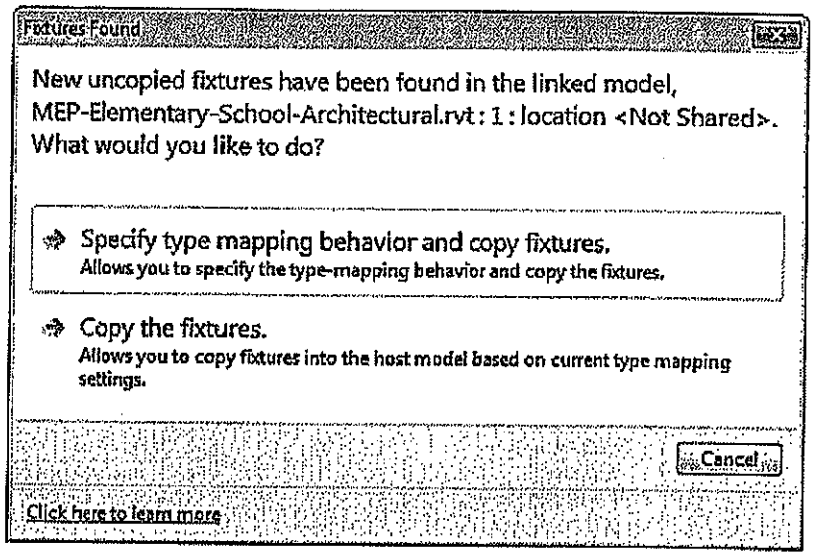

Figure 3–18
3. In the Fixtures Found dialog box shown in Figure 3–18, select **Specify type mapping behavior and copy fixtures** or **Copy the fixtures.**
4. The elements are copied into the host project and set to be monitored, as shown in Figure 3–19.